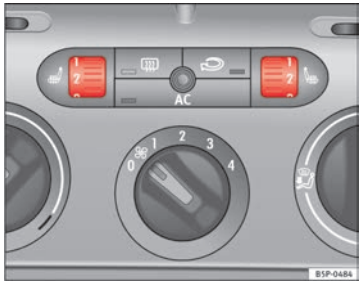

Fig. 94 Thumb wheel for the front seat heating
– Turn the appropriate thumb wheel ⇒ Fig. 94 to switch on the seat heating. The seat heating is switched off in the **0** position.